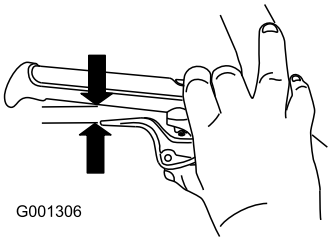

Rysunek 10
5. Ściśnij całkowicie dźwignię, po czym sprawdź przerwę między dołem uchwytu i końcówką dźwigni sprzęgła koła (Rysunek 10).